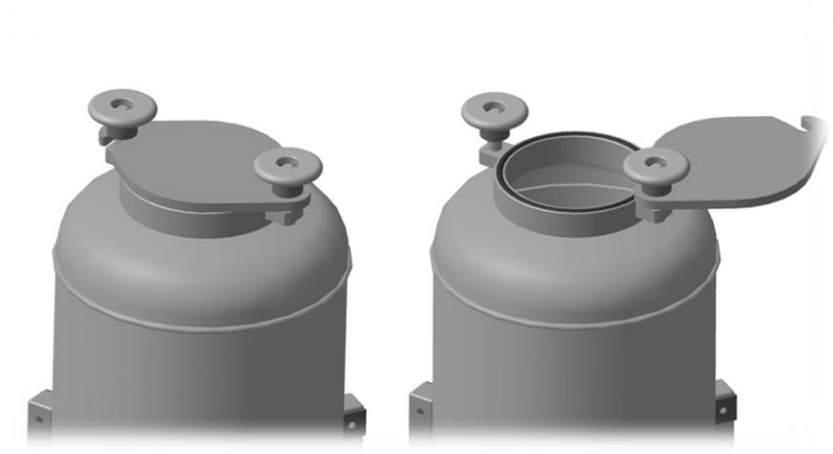

Рис. 50
- сдвинуть крышку бака в сторону (рис.50);